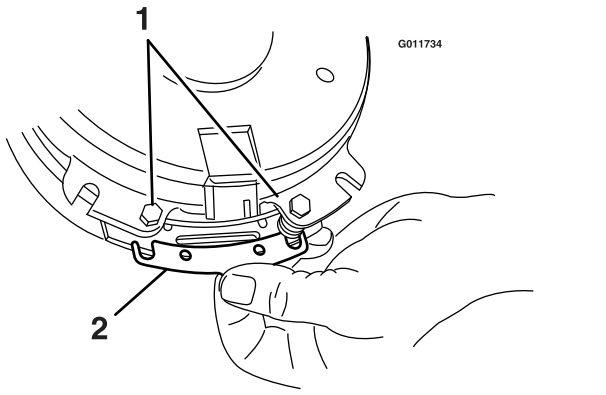

Figure 44
A. Loosen both brake mounting bolts one-half to one full turn (see Figure 44).